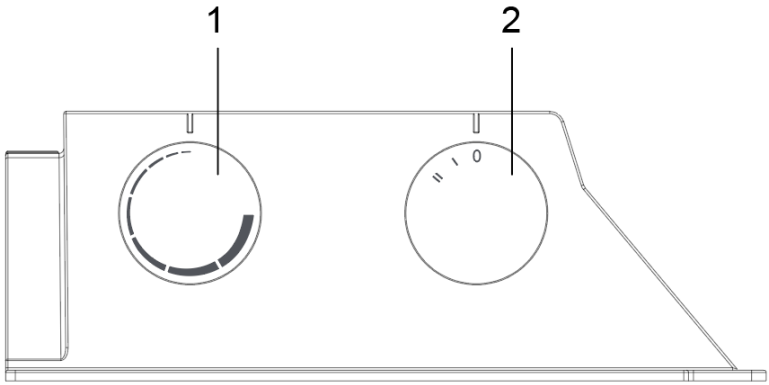

Рис.4 Панель управления прибора: 1 – регулятор температуры; 2 – регулятор мощности.
3. Установите регулятор температуры в максимальное положение для наиболее эффективного прогрева при включении (см. Рис.4).